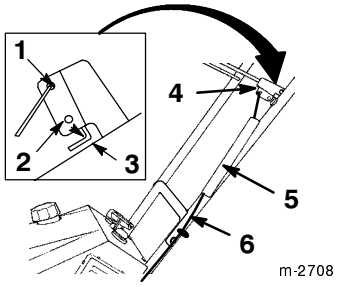

Figur 10
5. Sett inn den løse enden av styrekabelen i det øverste hullet på styrestangen, som vist i figur 10.